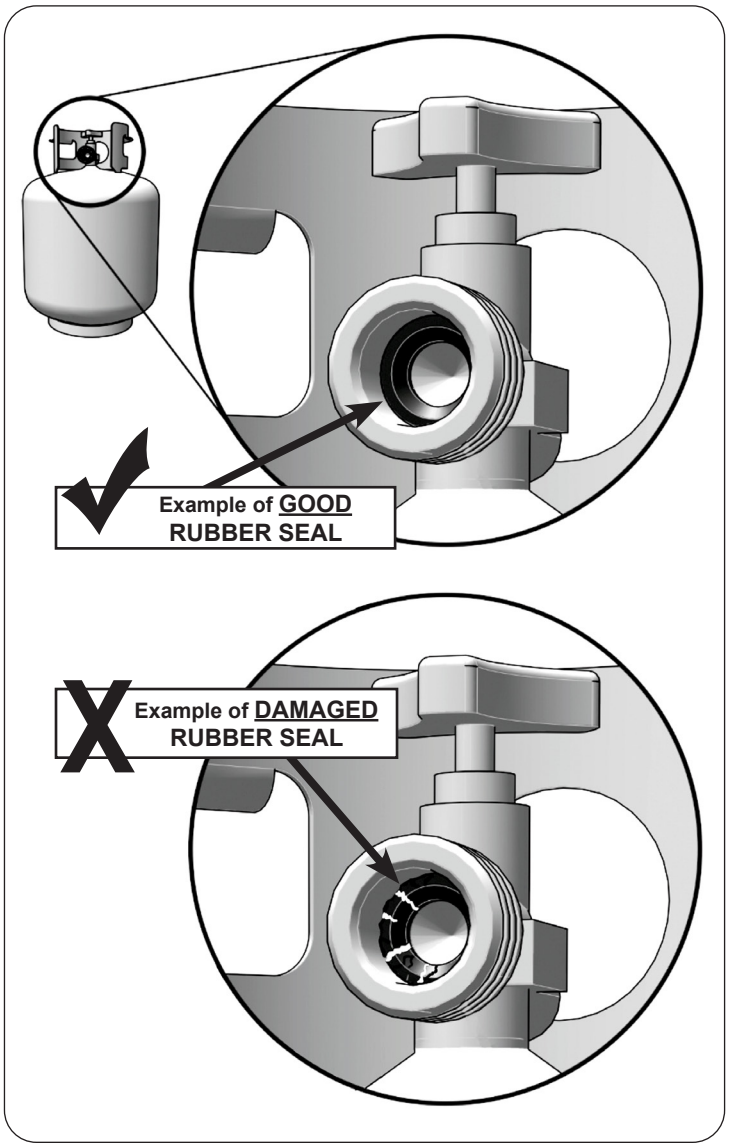

Fig. 9-1 Inspect rubber seal
D. **CGA 791 connections on LP gas cylinders:** The cylinder face elastomeric face seal element (rubber seal) on these devices could, over time, show marked and visible damage or deterioration that might cause a leak even with the connection tightened. A visual inspection for the seal must be carried out every time a LP gas cylinder is replaced or refilled. Any LP gas cylinder showing signs of damage or deterioration as illustrated in Fig. 9-1, including visible cracks and pitting, must be replaced.